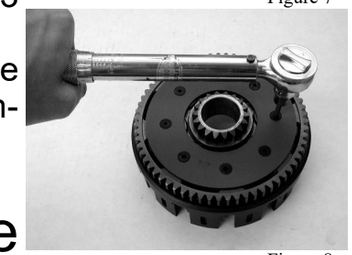

Figure 8
- Install the new retainer plate with the new 10X24-1/2” screws and tighten them to 3.3 ft/lbs (Figure 8)